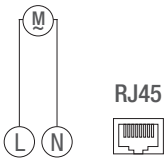

Fig. 6: Esquema de conexiones
3. Conecte el módulo LAN según el esquema de conexiones (fig. 6).